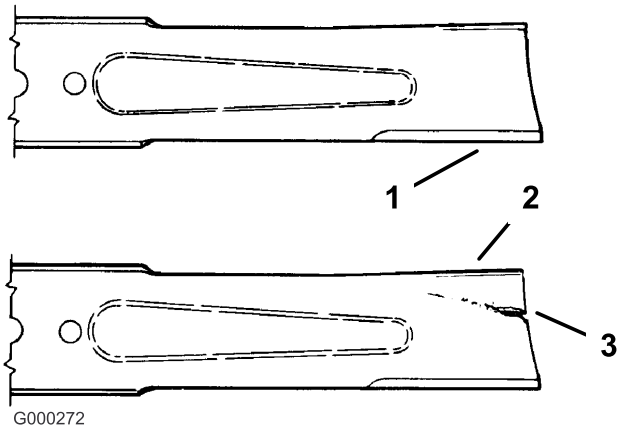

Figur 75
1. Undersøk kniveggene (Figur 75). Hvis kniven er sløv eller hvis det er hakk i den, må den tas av og kniveggen slipes. Se Slipe knivene.
2. Undersøk knivbladene, spesielt buen (Figur 75). Hvis du finner skader, slitasje eller ser at det begynner å dannes spor i denne delen av kniven (Figur 75), må den skiftes ut øyeblikkelig.